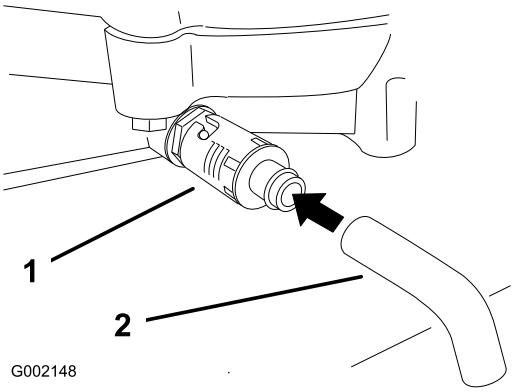

**Figur 21**
4. Placer en bakke under aftapningsproppen. Drej oliedræningsventilen, så olien kan løbe ud (Figur 21).